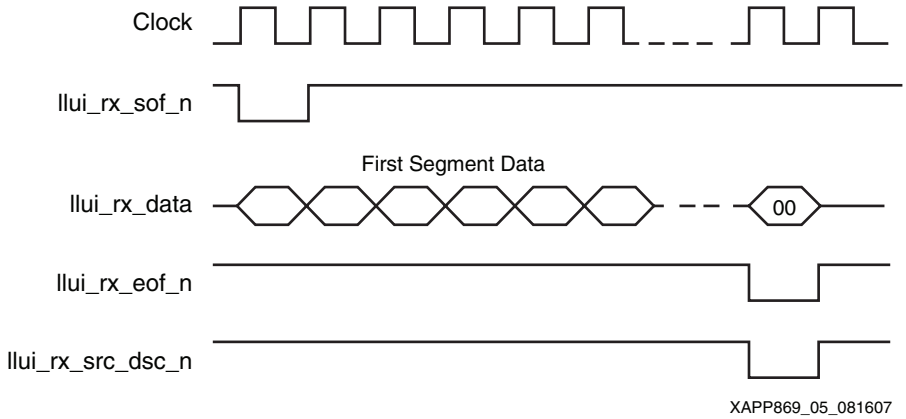

*图 5：* **在本地链路接收时中断**
在此中断情况下，用户可以在来自用户的段已通过 TLI 发送后触发 LLUI_TX_SRC_DSC_N。例如，用户可以在第三段期间触发 LLUI_TX_SRC_DSC_N。这表明第一段已通过 TLI 发送，来自用户的第二段正在数据缓冲器中，并且正在通过 TLI 进行传输。缓存第三段期间，如果用户中断该帧，则通过 TLI 传输第二段会被中断，并且 FIFO 会被 Context IP 逻辑清空。此外，还会通过 TLI 发送一个双字 (DW) TLP （一个长度等于 1DW [32 位 ] 的 TLP）以及 TAG 区段中的中断标记位集。该 TLP 会告知接收端先前收到 TLP 的帧已中断。在接收端，接收 1-DW TLP 以及中断标记位集会被翻译为 LLUI_RX_SRC_DSC_N，如图 5 所示。